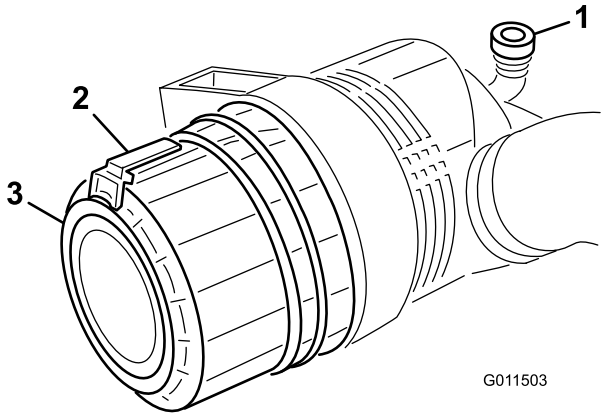

Figur 47
1. Dra ut spärrhaken och vrid luftrenarkåpan motsols (Figur 47).
7. Montera kåpan och placera gummiutloppsventilen (Figur 47) i nedåtläge – mellan ca klockan 5 och klockan 7 sett från änden. Fäst spärrhaken.